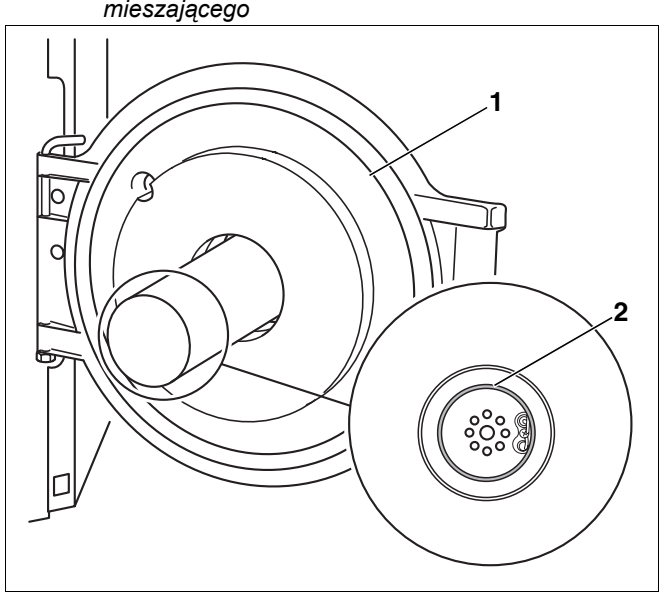

Rys. 39 Kontrola poprawnego osadzenia uszczelki
- Przy otwartych drzwiczkach kotła (rys. 39, **poz. 1**) sprawdzić prawidłowość osadzenia uszczelki (rys. 39, **poz. 2**).
- Zamknąć drzwiczki kotła (rys. 39, **poz. 1**, strona 35) i dokręcić dobrze śruby mocujące (ok. 10 Nm).